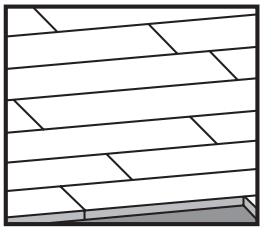

FIGURE 1.1 (CORRECT)
STEP 4: Cut off the last piece in your starting row, leaving proper expansion space from the wall 12 mm (½") from the wall and use it as your 1st piece or starter board for the 2nd row. It is best to not use a piece under 150 mm (6") as they tend to move out of position. Continue on each row, engaging the groove into the tongue along the side 1st, then the end to be engaged 2nd. Avoid if possible, end joint cluster by staggering ends by twice the plank width or approximately 212 mm (8 ½") on 4 ¼" wide flooring. If any adhesive comes in contact with the face of planks, use adhesive remover before it dries. Figure 1.1 and 1.2